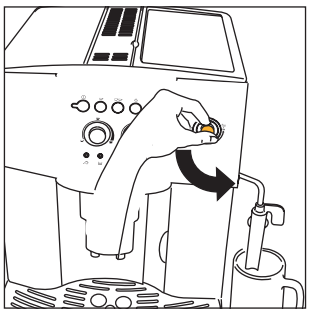
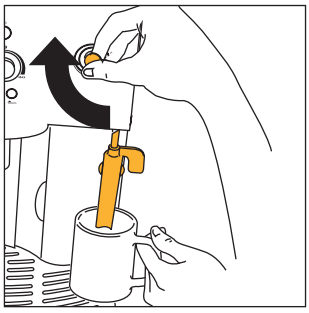
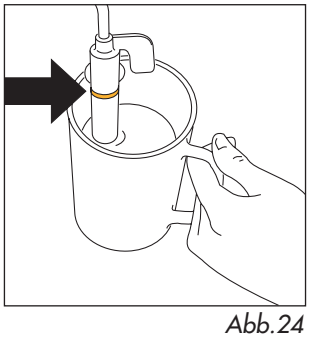

Abb.5
Abb.23
Abb.24
3. **SOFORT DANACH, INNERHALB VON 30 SEKUNDEN,** den Dampfdrehknopf nach links bis zum Anschlag drehen (Abb. 5) (es ist vollkommen normal, wenn hierbei die Maschine laut wird).
- Den Dampfdrehknopf um eine halbe Umdrehung nach links bis zum Anschlag drehen (Abb. 5): Das heiße Wasser tritt aus dem Milchaufschäumer heraus und läuft in den darunter stehenden Behälter.
- **Sofort danach, und zwar innerhalb von maximal zwei Minuten** (andernfalls kehrt die Maschine wieder automatisch zur Funktion „Kaffee" zurück), den Milchaufschäumer in das Gefäß mit der Milch eintauchen (Abb. 23), wobei darauf zu achten ist, dass die auf dem Milchaufschäumer eingeprägte Linie nicht eingetaucht wird (angezeigt durch den Pfeil in Abb. 24). Dann den Dampfdrehknopf um eine halbe Umdrehung nach links bis zum Anschlag drehen (Abb. 5). (Passen Sie auf, dass Sie sich nicht verbrühen). Aus dem Milchaufschäumer entweicht der Dampf, der die Milch aufschäumt und ihr eine kremige Konsistenz verleiht. Um einen kremigeren Milchschaum zu erhalten, den Milchaufschäumer in die Milch eintauchen, und das Gefäß langsam von unten nach oben bewegen. (Es wird empfohlen, nicht länger als 2 Minuten Dampf zu beziehen).
- Einige Sekunden lang etwas Wasser oder Dampf austreten lassen, indem Sie den Dampfdrehknopf bis zum Anschlag nach links drehen (Abb. 5). Dadurch lässt das Dampfrohr eventuelle Milchrückstände, die sich im Innern abgesetzt haben, ab. **WICHTIG**: Aus hygienischen Gründen wird empfohlen, diesen Vorgang stets durchzuführen, um zu vermeiden, dass sich Milch im Innern des Milchaufschäumers absetzt.